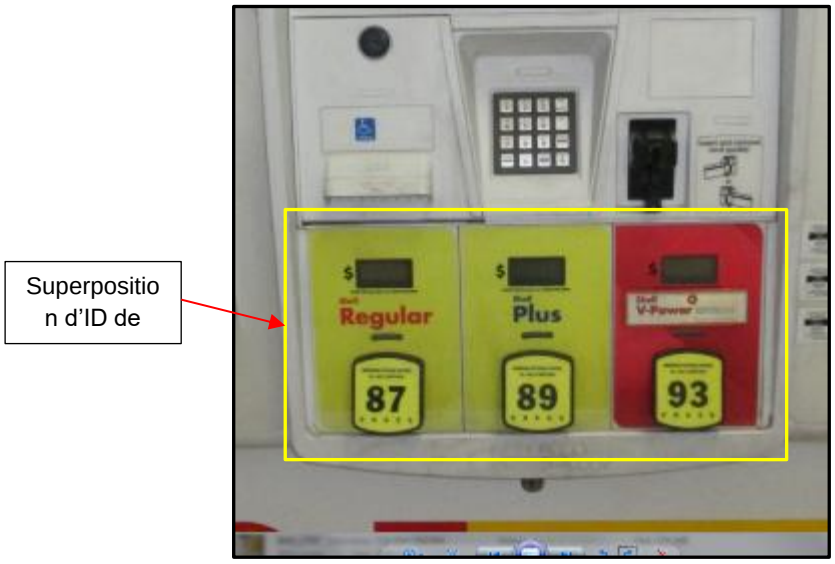

Fig 1.12 – Emplacement de la superposition d'ID de produit
14. Retirez la superposition d'ID de produit pour exposer les vis. (Fig. 1.12)